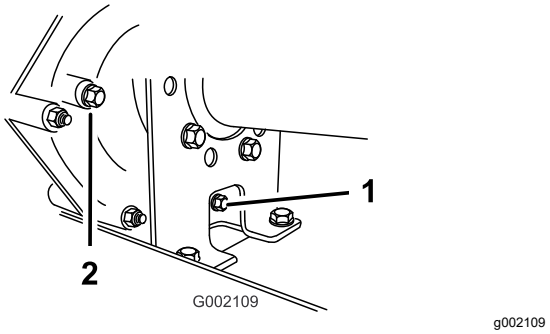

Figuur 59
2. Maak de omgeving van de vulplug en de aftapplug schoon met een doek (Figuur 59).
4. Verwijder de vulplug door deze linksom te draaien (Figuur 59).
5. Verwijder de aftapplug door deze linksom te draaien (Figuur 59).
6. Monteer de aftapplug en de pakking en draai deze vast in de opening voor de aftapplug in de transmissie (Figuur 59).
7. Vul het reservoir (Figuur 60) door de vulplugopening met ongeveer 1,4 liter olie van het aanbevolen type, of giet net zo veel olie bij tot het oliepeil in de transmissie tot de onderste schroefdraad reikt. (Figuur 59).
8. Monteer de vulplug en de pakking en draai deze vast in de vulplugopening van de transmissie (Figuur 59).
10. Controleer het vloeistofpeil en voeg meer vloeistof toe als het peil niet tot de schroefdraad in de vulplugopening reikt (Figuur 59).